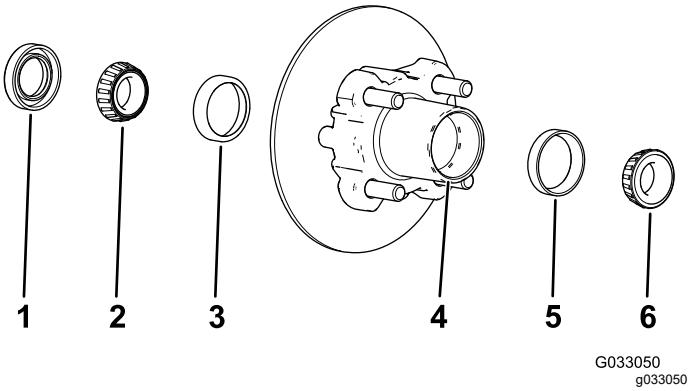

Figur 29
1. Fjern det utvendige lageret og kulesetet fra navet (Figur 29).
2. Fjern tetningen og det innvendige lageret fra navet (Figur 29).
5. Rengjør navets hulrom for fett, smuss og andre rester (Figur 29).
7. Fyll navets hulrom 50–80 % fullt med det angitte smørefettet (Figur 29).
8. Monter det innvendige lageret på den innvendige siden av navet, og monter tetningen (Figur 29).